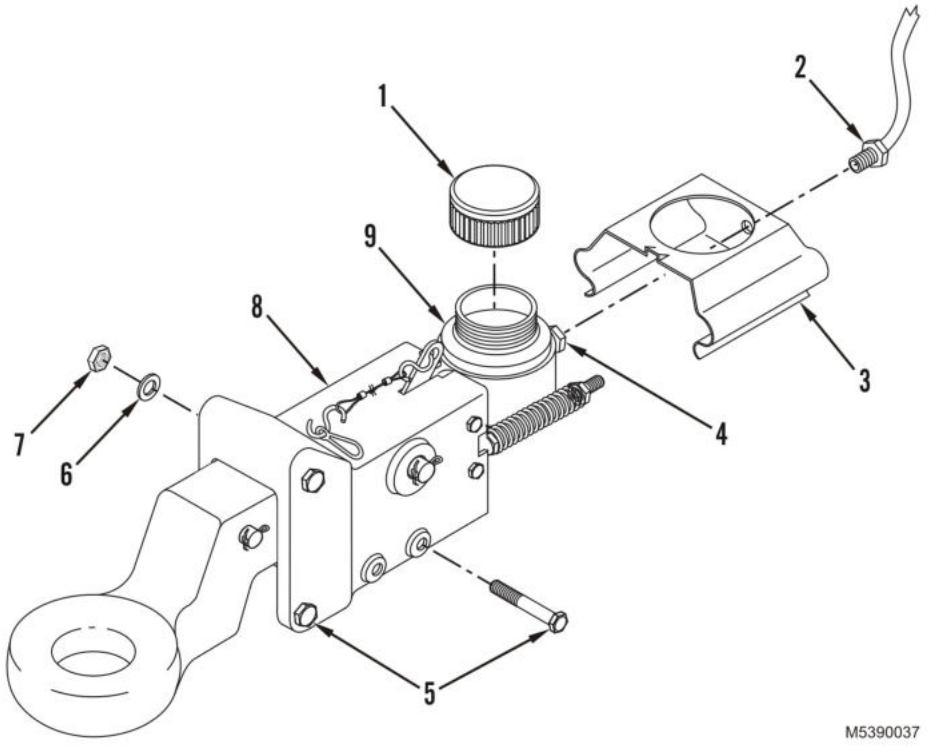

Figure 1. Hydraulic Brake Actuator Removal.
- Master cylinder adapter (Figure 1, Item 4) requires a 12 mm wrench.
1. Disconnect flex brake line (Figure 1, Item 2) from master cylinder adapter (Figure 1, Item 4) and install temporary plug in flex brake line fitting end.
2. Remove cap (Figure 1, Item 1) from master cylinder (Figure 1, Item 9).
3. Remove cover (Figure 1, Item 3) from master cylinder (Figure 1, Item 9). Then reinstall cap (Figure 1, Item 1) on master cylinder.
4. Remove two locknuts (Figure 1, Item 7), two washers (Figure 1, Item 6), and two capscrews (Figure 1, Item 5) securing hydraulic actuator assembly (Figure 1, Item 8) to trailer. Discard locknuts.
5. Remove hydraulic actuator assembly (Figure 1, Item 8) from trailer.